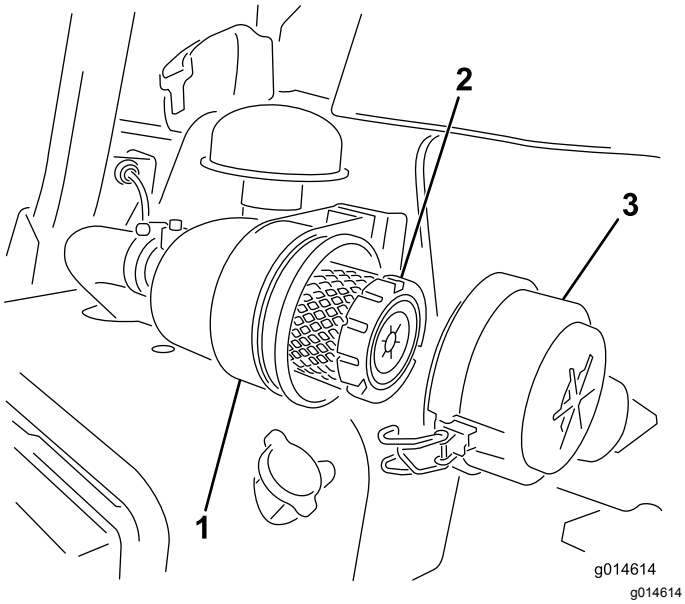

**Figuur 38**
1. Maak de sluitingen los waarmee het deksel van het luchtfilter is bevestigd aan het luchtfilterhuis (Figuur 38).
7. Maak de sluitingen vast (Figuur 38).